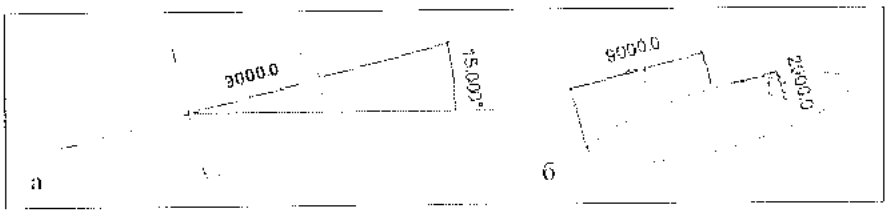

Рис. 8.11. *Построение эллипса*
– *эллипс (Ellipse)* (рис. 8.11). Команда построения эллипса доступна для линий модели, линий узла и эскизных элементов, таких как крыши, перекрытия и потолки.